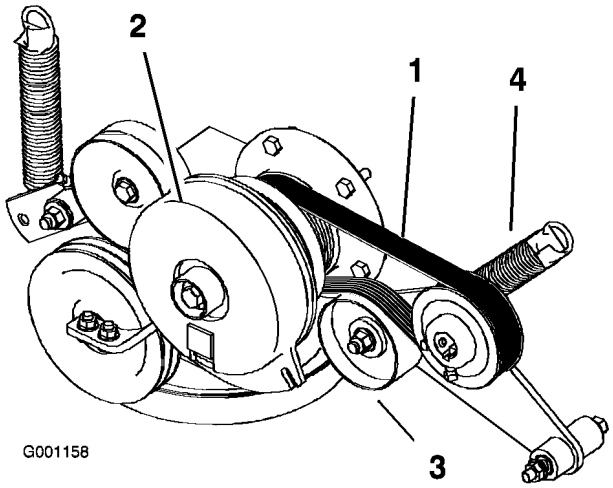

Figur 60
3. Tag fjederen af styrearmen (Figur 60).
4. Monter den nye rem omkring motorens og hydropumpens remskiver (Figur 60).
6. Monter fjederen på styrearmen (Figur 60).